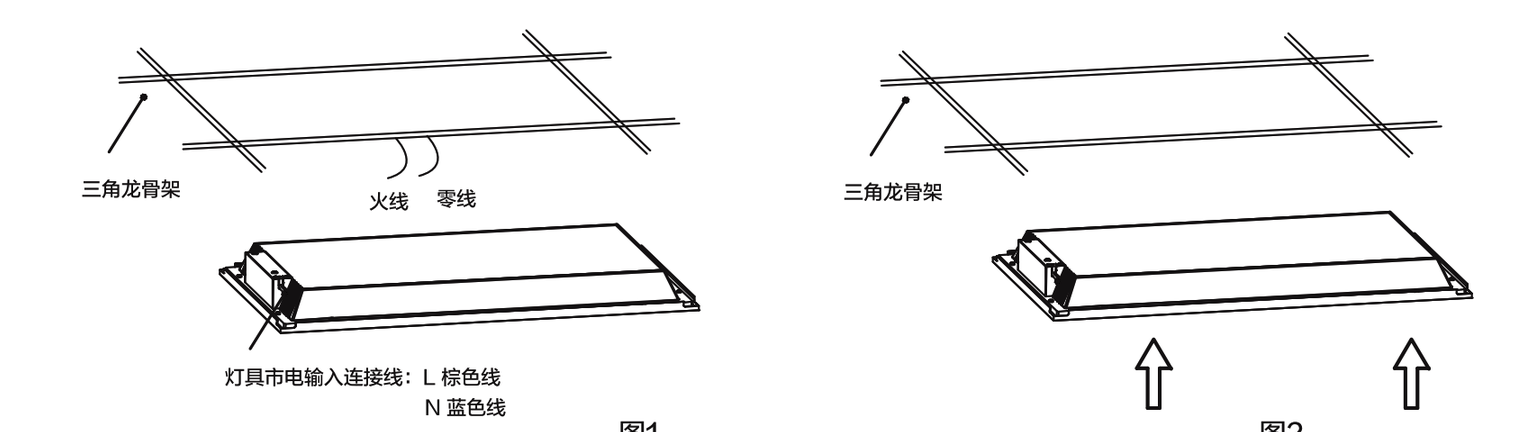

图1 图2
1. 安装前确认电源已经切断,将市电的火线/零线分别与灯具的棕色/蓝色线体连接，确保接线良好且绝缘。(此灯具产品为二类安全产品，不需要接地线。)，如图1。